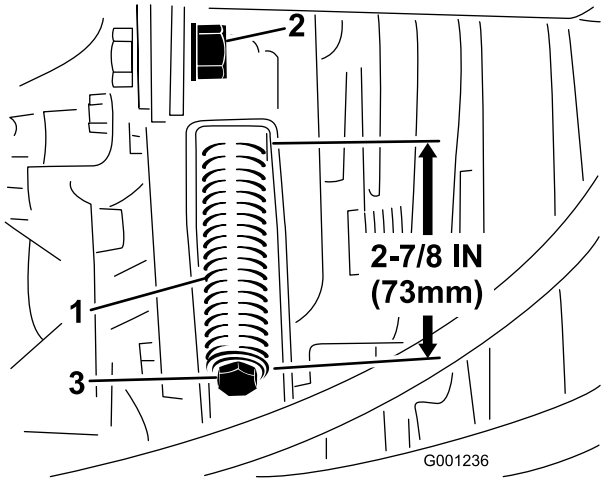

Figur 65
3. Lossa spännlockets kontramutter (Figur 65).
4. Använd en halvtums nyckel för att dra åt eller lossa remmens spännlocksfjäder (Figur 65). Justera fjädern till en längd på 273 mm.
4. Använd en halvtums nyckel för att lossa remmens spännlocksfjäder (Figur 65) hela vägen.
6. Montera den nya kraftuttagsremmen och spänn remskivsfjädern till 73 mm längd (Figur 65).
7. Dra åt kontramuttern (Figur 65) och stäng huven.